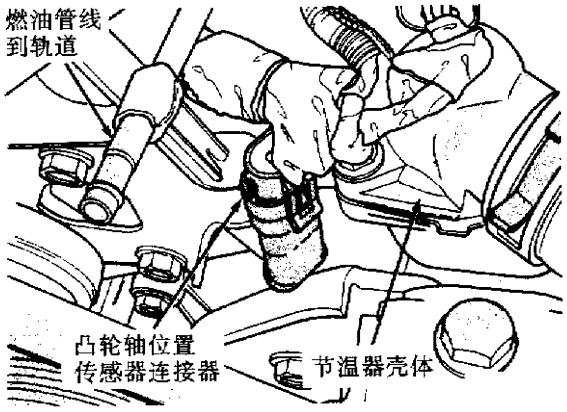

图4-50　凸轮轴位置传感器连接器
⑱断开凸轮轴位置传感器(图4-50)和发动机冷却液温度传感器。